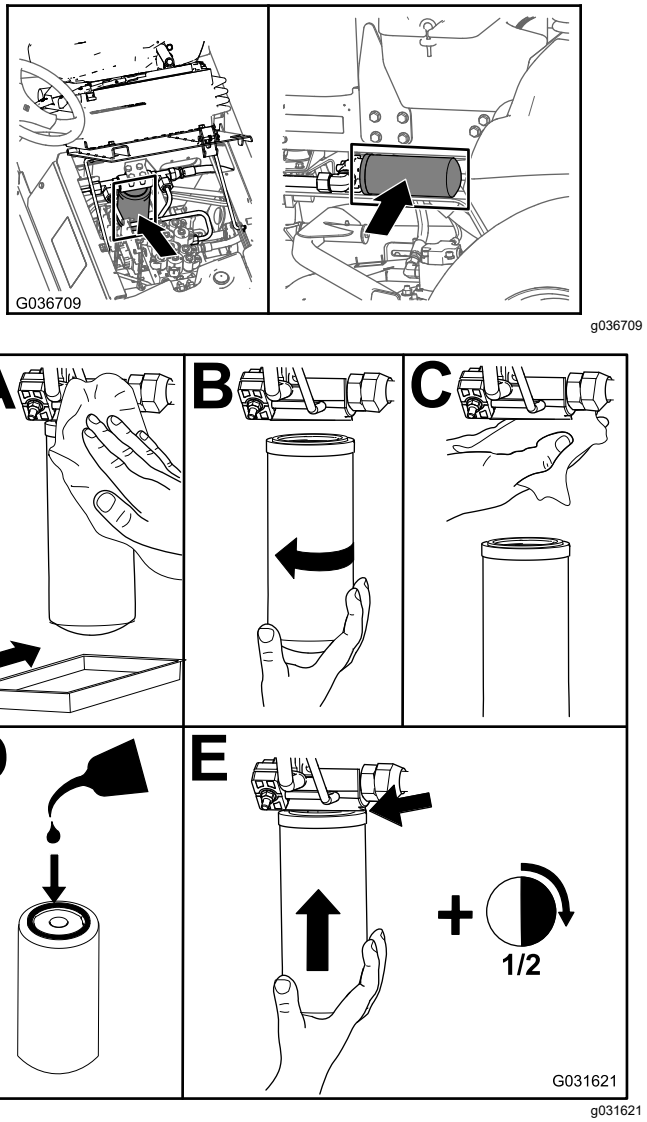

Figur 118
2. Skift ut det hydrauliske påfyllingsfilteret ved det hydrauliske heisrommet som vist i Figur 118.
4. Skift ut returfilteret på høyre side av maskinen (Figur 118).